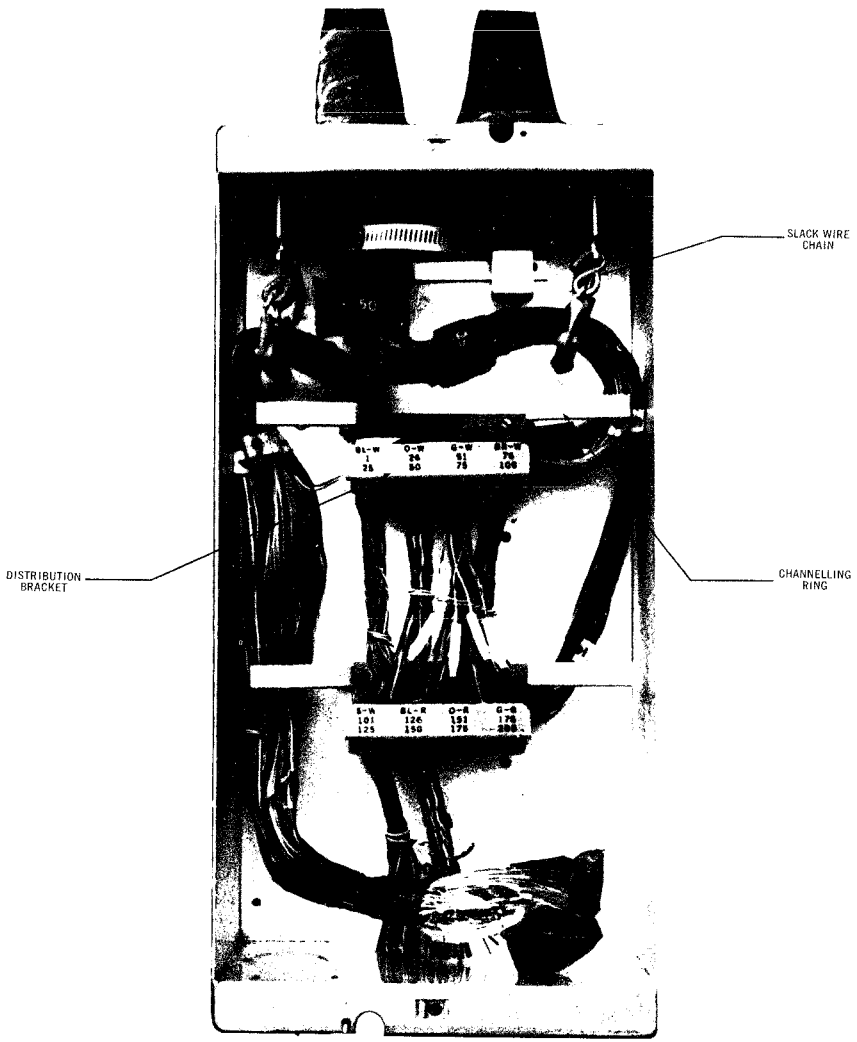

Fig. 8 – 29Q3B with IN and OUT Cables
13.01 The 29Q3B was used as an access point and is capable of holding a maximum of 200 OUT pairs. (See Fig. 8).